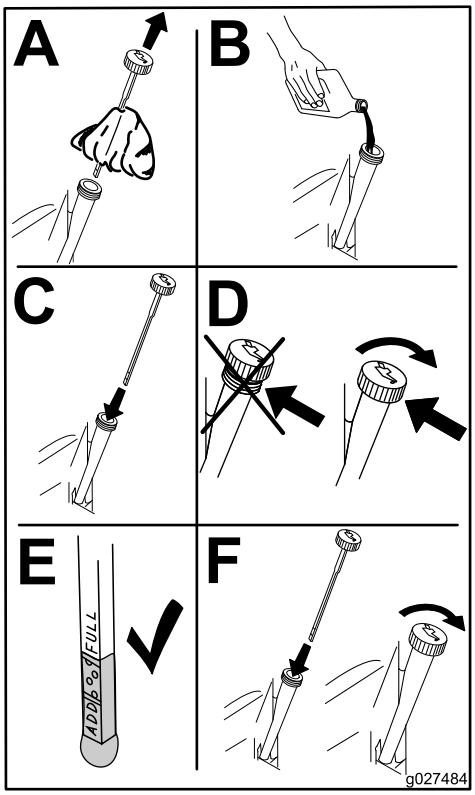

Figur 38
6. Häll långsamt i cirka 80 % av angiven mängd olja i påfyllningshålet (Figur 38).
7. Kontrollera oljenivån. Se Figur 38.